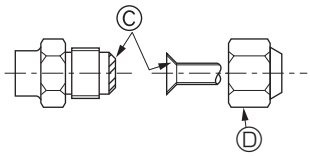

Fig. 4-5
Ⓐ (Fig. 4-5)
4.4. Connexion des tuyaux (Fig. 4-4) (Fig. 4-5)
[Fig. 4-5]